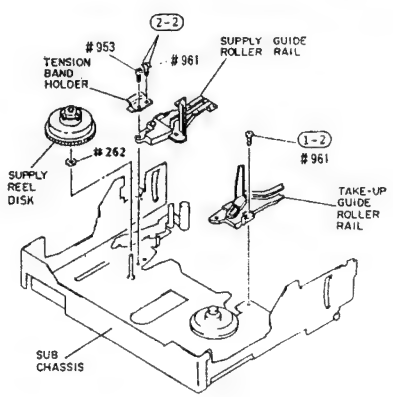

Fig. 2-59
2) Remove one (1) screw holding the take-up guide roller rail. (See Fig. 2-59)
2) Remove two (2) screws holding the supply guide roller rail and tension band holder. (See Fig. 2-59)